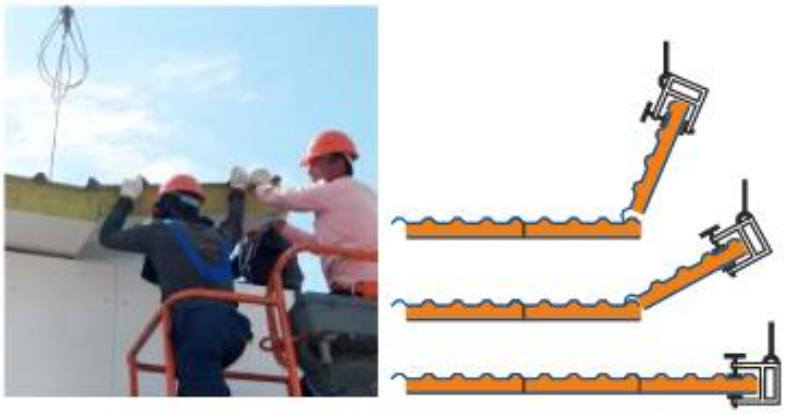

Рис. 15
6.12. Стыковку следующей панели осуществляйте согласно (рис. 15).